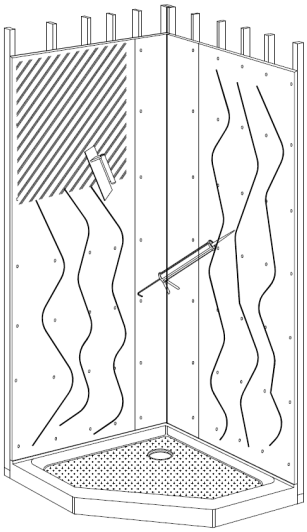

**FIGURE 2**
2. Suivez les instructions du fabricant d'adhésif pour coller le panneau et procédez de la même façon pour le 2e panneau de côté (Fig. 2 + 3).
2. *Follow the instructions of the adhesive manufacturer in order to install (glue) the panel and proceed the same way for the second side panel (Fig. 2 + 3).*